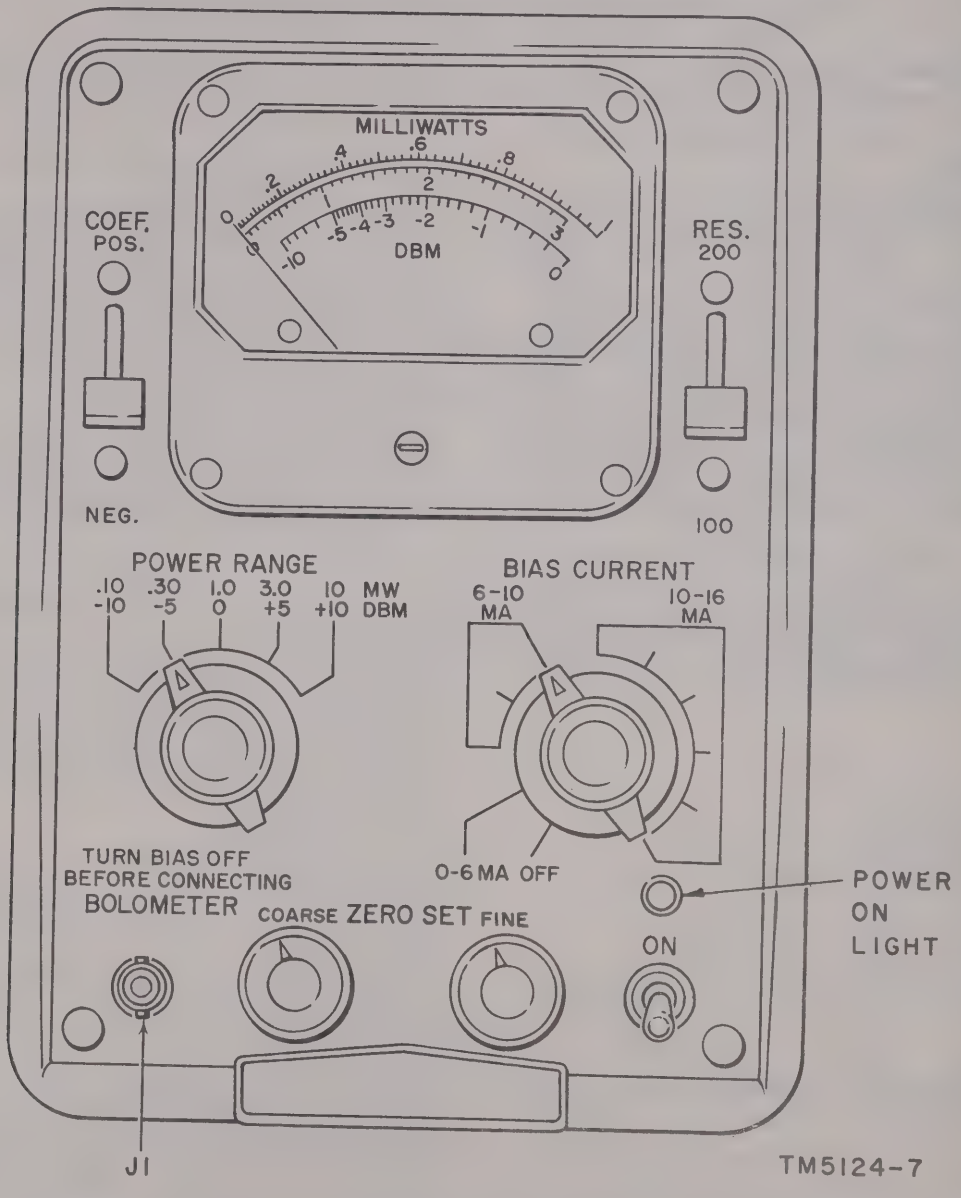

Figure 3–1. Test Set, Radio Frequency Power TS–779/U, controls and indicators.
The following chart lists the controls and indicators of the summation bridge (figs. 3–1 and 3–2) and indicates what they do:
a. Preliminary (figs. 3–1 and 3–2). Set the front panel controls as follows: